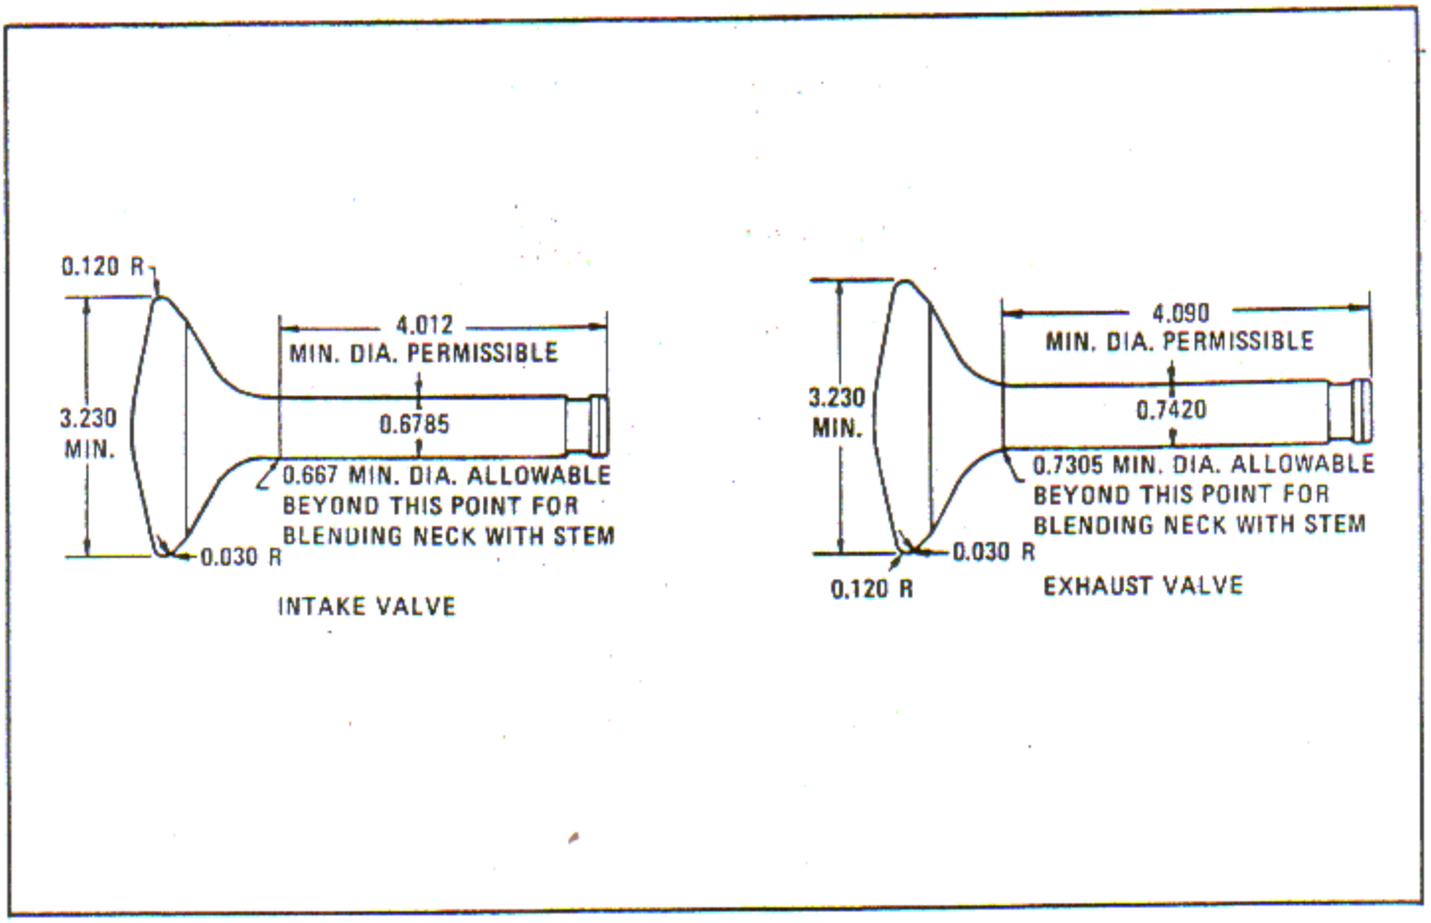

Figure 6-19. Valve Reconditioning Limits
q. Figure 6-19 provides the minimum dimensions (service limits) to which service valves can be reconditioned and still be acceptable for installation in an engine.